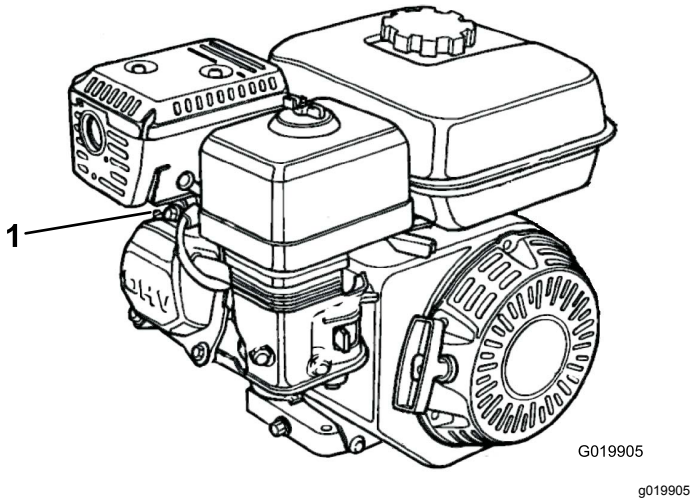

Figura 31
2. Scollegate il cappellotto dalla candela (Figura 31).